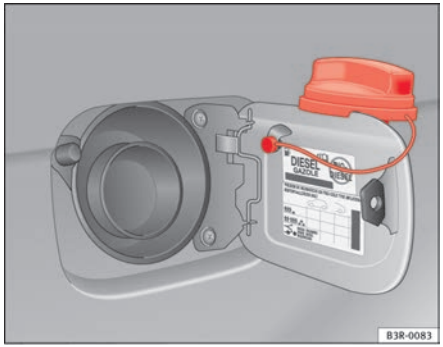

Fig. 160 Fuel tank flap with tank cap attached
– Hook the cap onto the support fitted to the open tank flap ⇒ fig. 160.